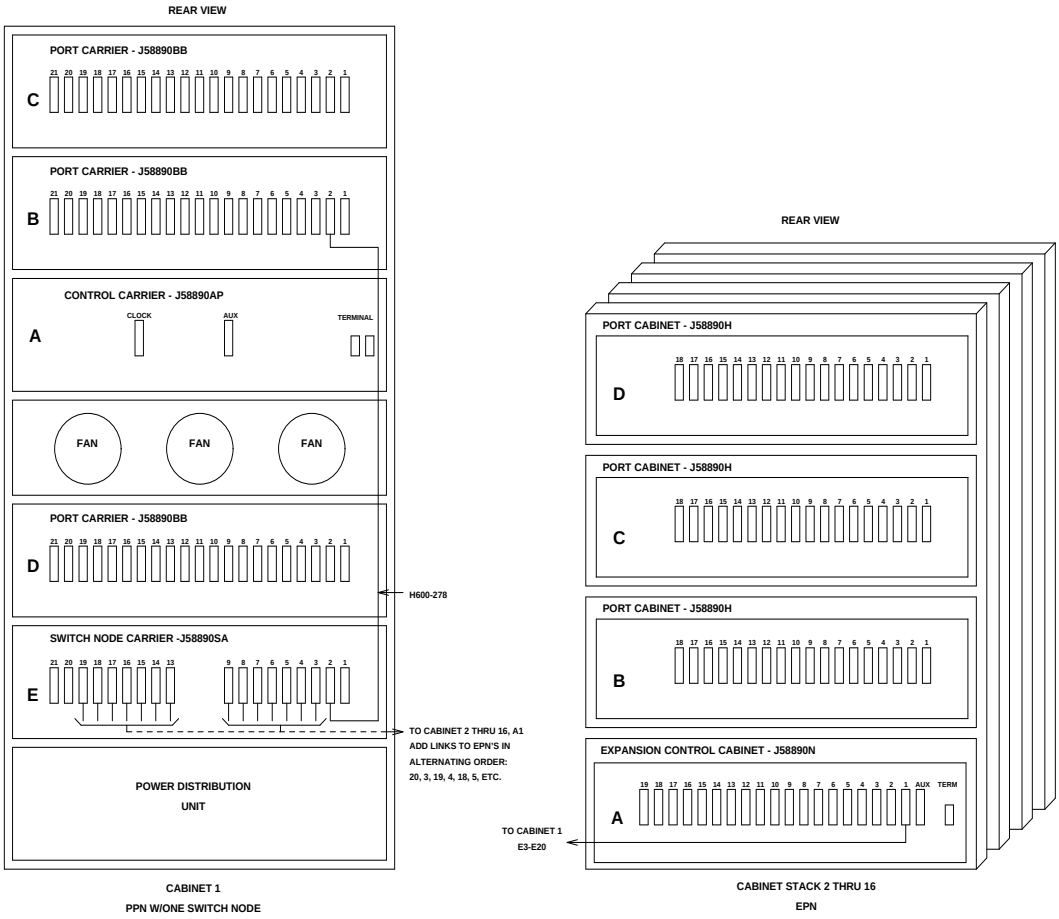

Figure 7-35. Fiber-Optic Connections through Center Stage Switch
1. Behind the PPN cabinet (see Figure 7-35):
2. Behind switch node carrier E of PPN cabinet 1 (see Figure 7-35):